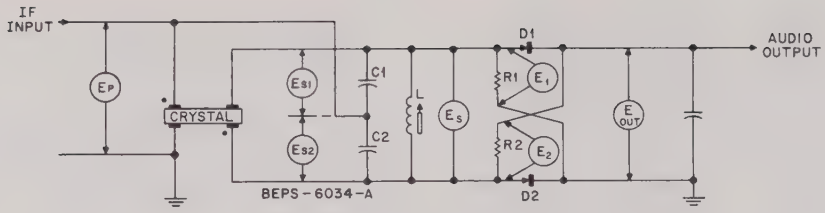
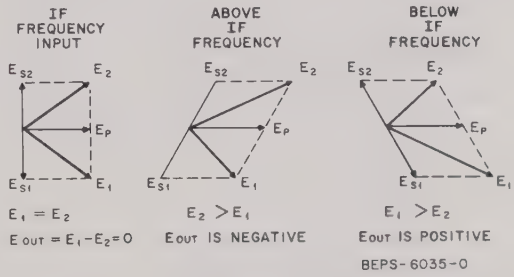

Figure 6.
Figure 7.
Figure 6 is a simplified drawing of the discriminator circuit. The component reference symbol letters do not correspond to the components shown on the schematic diagram but are used to simplify the discussion. The tuned circuit formed by L and series connected C_1 and C_2 is resonant at 11.7 MHz.
When the frequency of the applied primary voltage (EP) is changed, the phase angle between E_P and E_S (secondary voltage) changes from that at resonance. This changes the relative magnitude of E_1 and E_2. The phase relationships are shown in Figure 7.
difference between these two separate voltages. This means that when the frequency of the carrier, after conversion in the mixer, is exactly equal to the 11.7 MHz intermediate-frequency, no output will be obtained from the diodes because the voltage drops are equal and opposite (zero adjustment in the receiver alignment procedure). As the signal deviates from the intermediate frequency of 11.7 MHz, an output voltage will appear at E_{OUT}, as shown in Figure 6. The polarity of the voltage depends upon the magnitude of the voltages across R1 and R2. For the diode polarity shown, the discriminator output is positive below 11.7 MHz, where the phase angle changes and E_1 is greater than E_2, as shown in Figure 7. Above 11.7 MHz, the phase shift makes E_2 greater than E_1 and the output is negative.